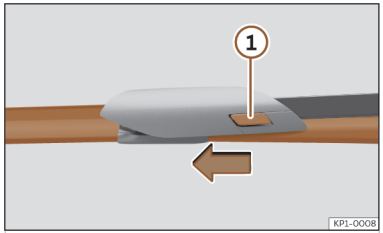

Abb. 207 Scheibenwischerblätter vorne auswechseln.
- Die Entriegelungstaste ››› **(Abb. 207)** (1) gedrückt halten und gleichzeitig das Scheibenwischerblatt vorsichtig in Pfeilrichtung abziehen.